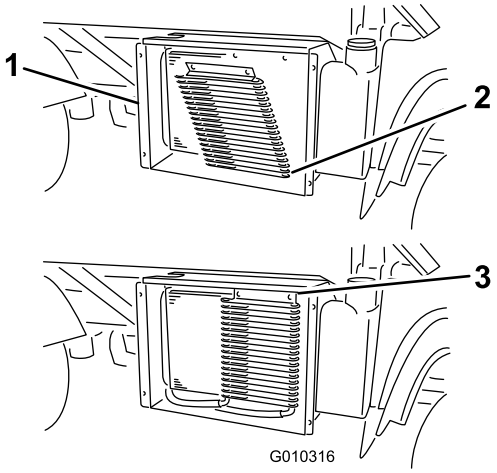

Figura 59
3. Se presenti, ruotate i fermi e spostate il refrigeratore dell'olio dal radiatore (Figura 59).